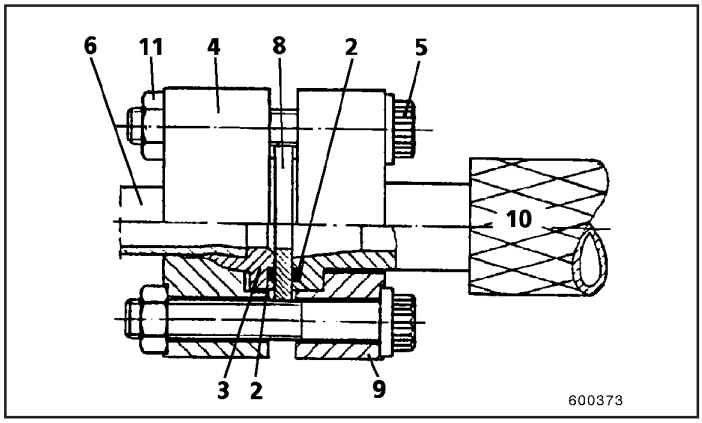

Fig.3
[1)] Se o anel F possuir um rebaixo para encaixe de anel de vedação (3, Fig. 3), um disco central (8) e um segundo anel de vedação (2) devem ser utilizados.